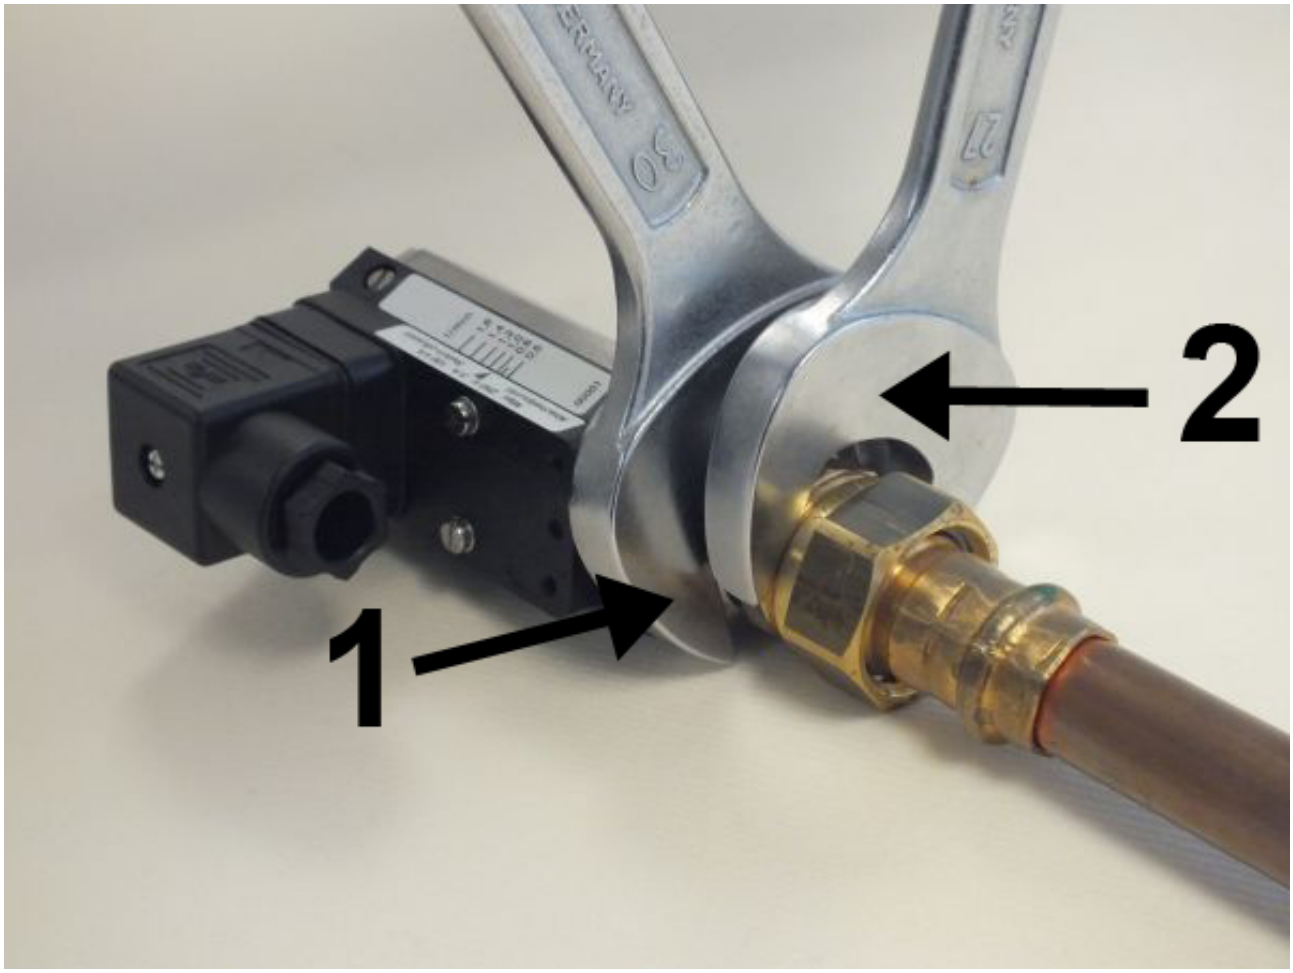

Fig. 11: Screw in the device
2. Fasten the adapter union of the pipeline with an appropriate spanner (*Fig. 11*/2) . When doing so, lock the process connector in place to prevent slip, using a suitable spanner (*Fig. 11*/1).